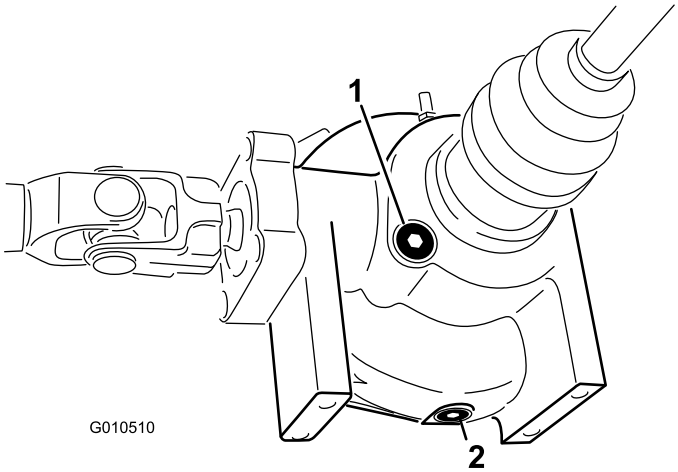

Figuur 51
2. Reinig de omgeving van de aftapplug op de zijkant van het differentieel (Figuur 51).